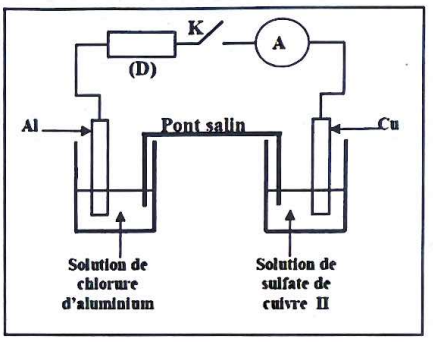

Figure 1
On branche entre les pôles de la pile un conducteur Ohmique (D), un ampèremètre et un interrupteur K (figure 1).